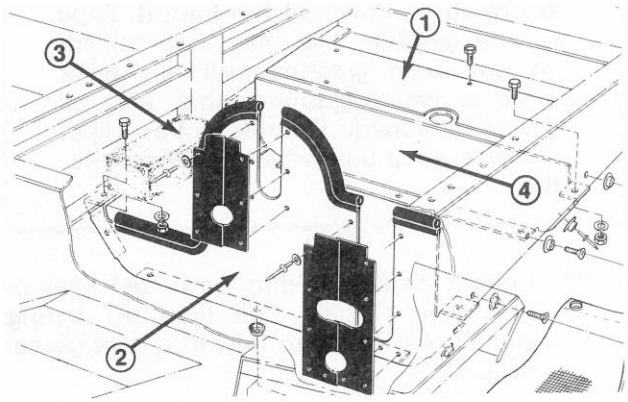

Figure 6
4. Install front engine shield. Tilt the bottom shield forward and lift sliding the rubber inserts over the drive shaft and PTO drive shaft. Bolt shield to channel with 3/8 - 16 x 7/8" bolts, lockwashers and nuts (Fig. 6).
5. Lift rear engine shield into position and bolt into place with two (2) 3/8"-16 x 7/8" bolts, lockwashers and nuts (Fig. 6).
10. Drill four (4) .1695" (4.3 mm) holes using shield holes as template. Secure in place with four (4) 10-24 self tapping screws.
12. Slide foam engine shields between fuel tank and side channels (Fig. 6).